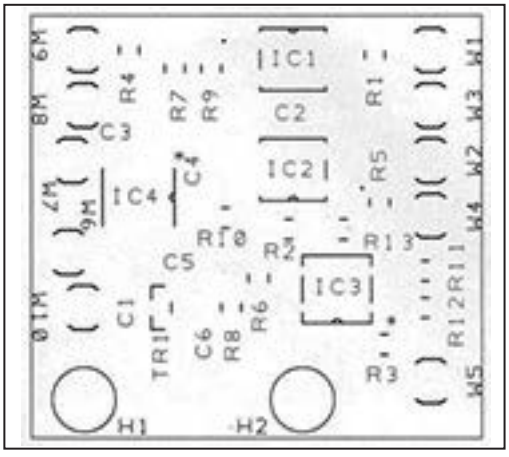

Fig. 2: Ubicación de los componentes en el PCB.
Fig. 2: La pantalla de ROE (SWR) del RigExpert AA-54. Nótese que además de mostrar digitalmente el valor de la ROE con decimales, también indica la frecuencia y agrega una barra que muestra el ajuste en forma gráfica para facilitar el ajuste
Vale la pena utilizar invertir un tiempo en conocer este programa. He dispuesto que este proyecto esté disponible para su uso sin fines de lucro en DesignSpark. El diseño de la placa PCB con los componentes se muestra en la Fig. 2.
Los radioaficionados tenemos asignados varios segmentos en las bandas de onda corta (OC), VHF, UHF y microondas. La mayor parte de la actividad se desarrolla en OC, en frecuencias comprendidas entre 1,8 y 30 MHz (160m y 10m). La OC está situada en el extremo inferior del espectro y muy alejada de las frecuencias que utiliza la telefonía móvil (Imagen 2).